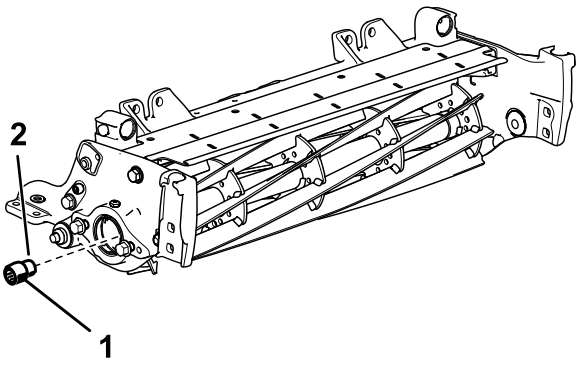

Figura 4
8. Aplique fixador de roscas de resistência média (como, por exemplo, Loctite® 243 azul) nas roscas do novo adaptador estriado mais comprido (Figura 4) e fixe-o ao eixo do cilindro apenas no lado do motor do cilindro. Aperte o adaptador ranhurado com uma força de 115 a 128 N·m.